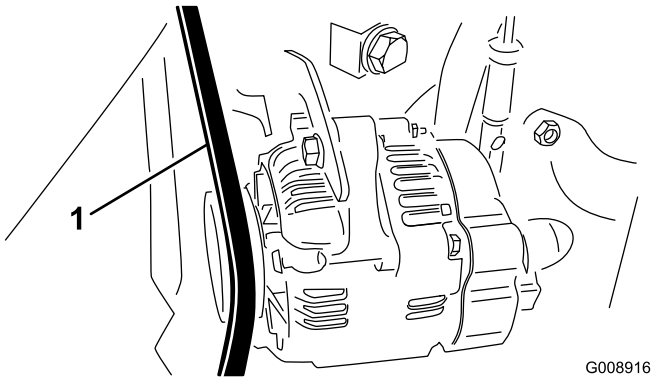

Figur 69
2. Kontroller spenningen ved å trykke ned remmen midt mellom generatoren og veivakselrullene med en kraft på 10 kg (30 Nm) (Figur 69).